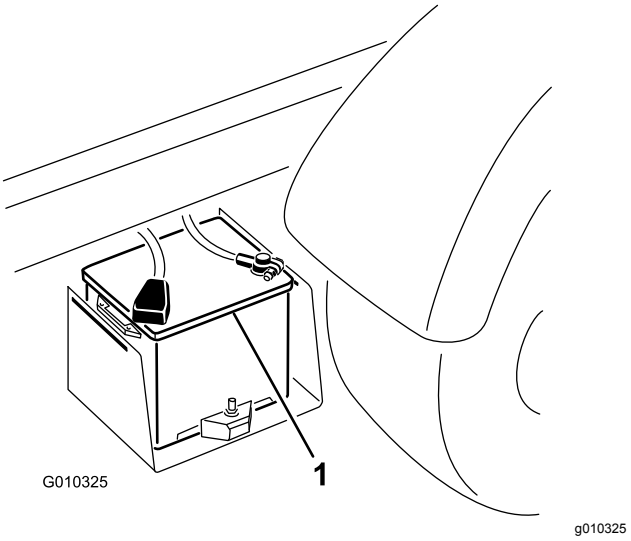

Figuur 51
2. Sluit een startkabel aan tussen de positieve polen van de 2 accu's (Figuur 51).